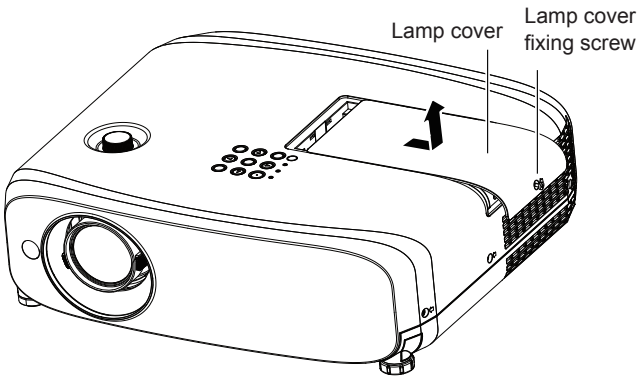

Fig. 1
2) Remove the lamp cover. (Fig. 1)